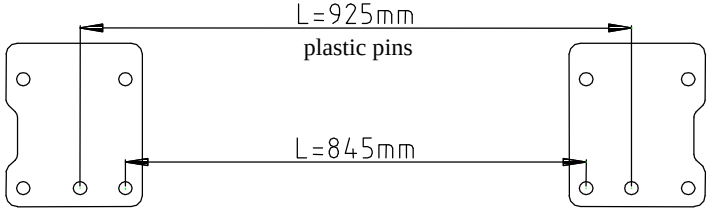

Fig.2 Elements distance
3. On the left and right side in the boot are plastic pins (ø11mm). On this pins put elements pos. 6 (pins in pos. A hole) – see fig. 2. Next drill holes through holes pos. 2 and 3, use bit Ø11 mm, drill straight through.
4. Put bolts M10x40 through holes(pos. C in element pos. 6 and next from below of car sandwich element pos. 4 from the left side (screw loosely), from the right side sandwich element pos. 5 (screw loosely too).
5. Through holes pos. B (in elements pos. 6) put bolts M10x30 and fix it with floor and element pos. 7.
6. In this way prepared elements (pos. 4 and 5) put main bar of the towbar (pos. 1) and fix it using bolts M12x30 (loosely).
7. Through holes pos. D fix with original tow handle using distance plain washers Ø58xØ12x6mm pos. 8.
10. Fix body of the automat (pos. 22) and the socket plate (pos. 3) using bolts M12x25mm (pos. 9) from accessories. Place tow-ball (pos. 2) according to supplied instruction.